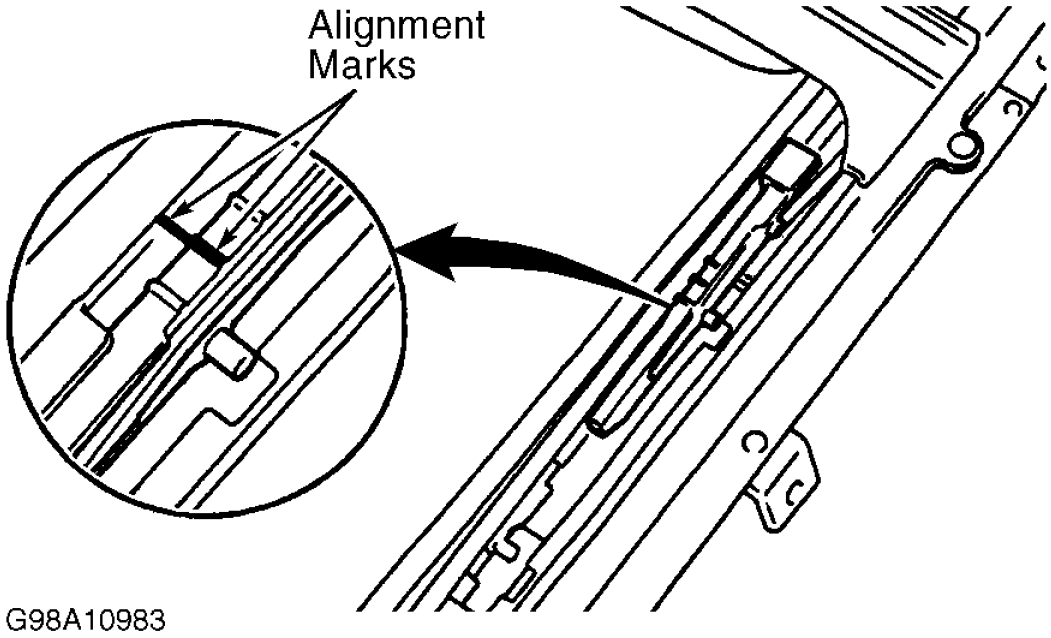

Fig. 30: Aligning Drive Cable (1999 Avalon, Camry - Japan Built, Camry Solara & Sienna)
2. To reassemble, adjust drive cables to a completely closed and tilted down position. Slide both cables forward or backward to align marks. See **Fig. 30** . To complete reassembly, reverse disassembly procedure.